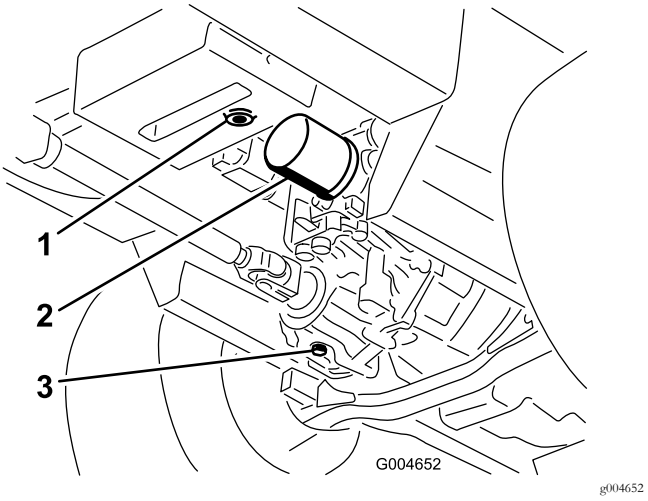

Figur 62
3. Plasser et stort tappefat under den hydrauliske beholderen og girkassen og fjern pluggene, all hydraulikkvæske blir da tappet (Figur 62).
4. Rengjør rundt hydraulikkvæskefilteret, og fjern filteret (Figur 62).